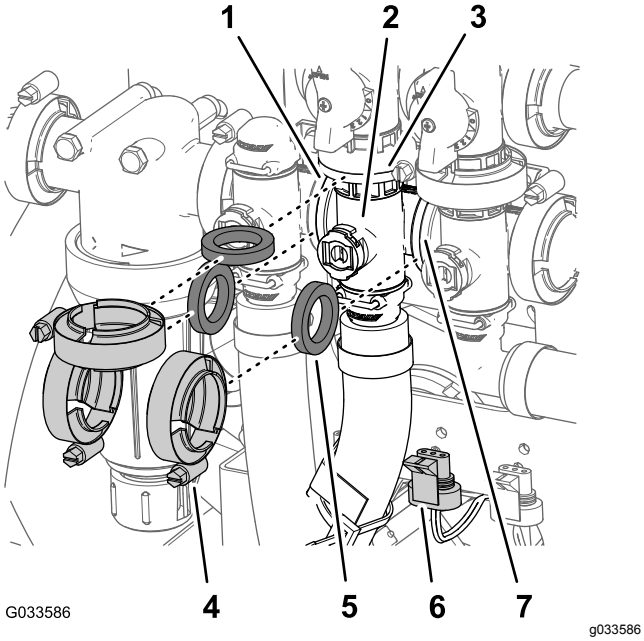

Figur 100
1. Fjern de tre flensklemmene og de tre pakningene som fester manifolden for risteventilen (Figur 100) til risteomløpsventilen, mengderegulatorventilen og hovedbomventilen.